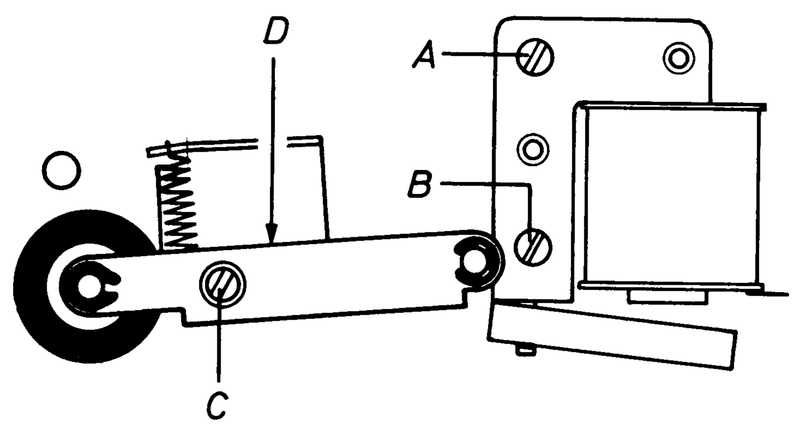

Abb. 10
6.2 Einstellung (siehe Abb. 10)